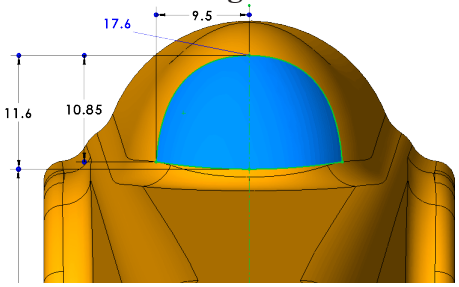

Fig. 151
Step 19. Click the split face to confirm Split Line, **Fig. 151**.